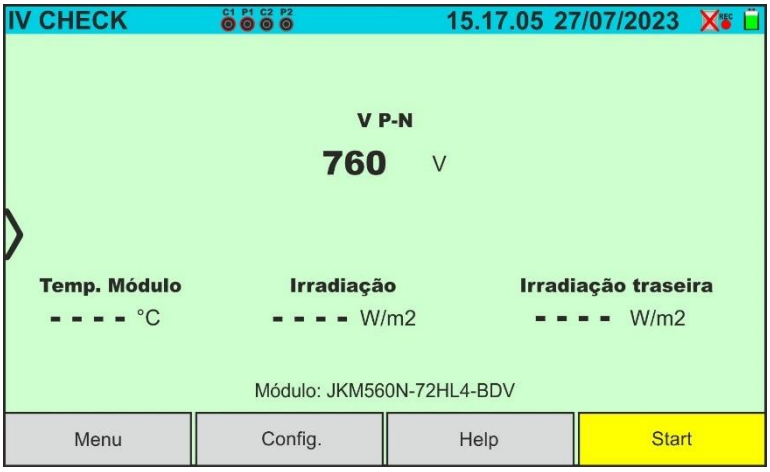

Fig. 75: Ecrã da test IVCK com SOLAR03 em registo síncrona em módulos Bifaciais
11. No caso dos módulos **Bifaciais**, o ecrã da Fig. 75 é apresentado no visor. São apresentados os seguintes parâmetros: